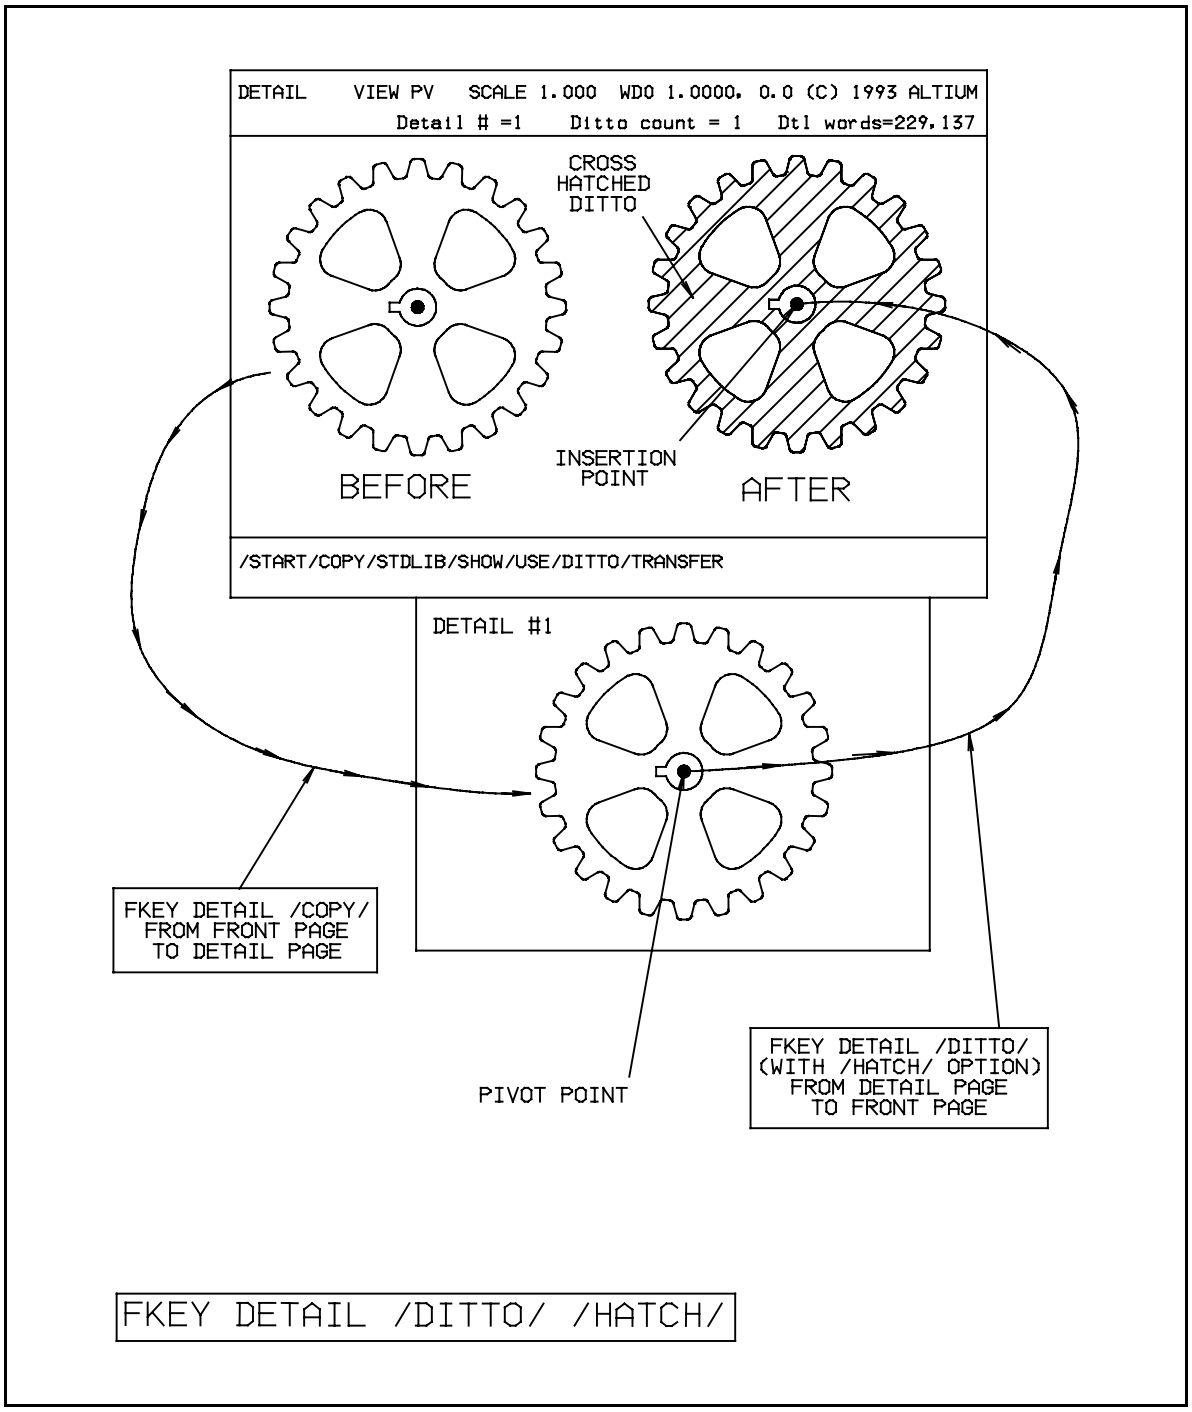

Figure 9 An example showing how to place an area fill onto the front page
1. Copy to the detail page all of the geometry defining the area fill. Use FKey DETAIL and submenu /COPY/ to copy all geometry defining the area fill to the next available detail page. This is shown in Figure 9 on page 26-39. (Use FKey GROUP and /TRAP/ if necessary to form a temporary group prior to copying the geometry.)